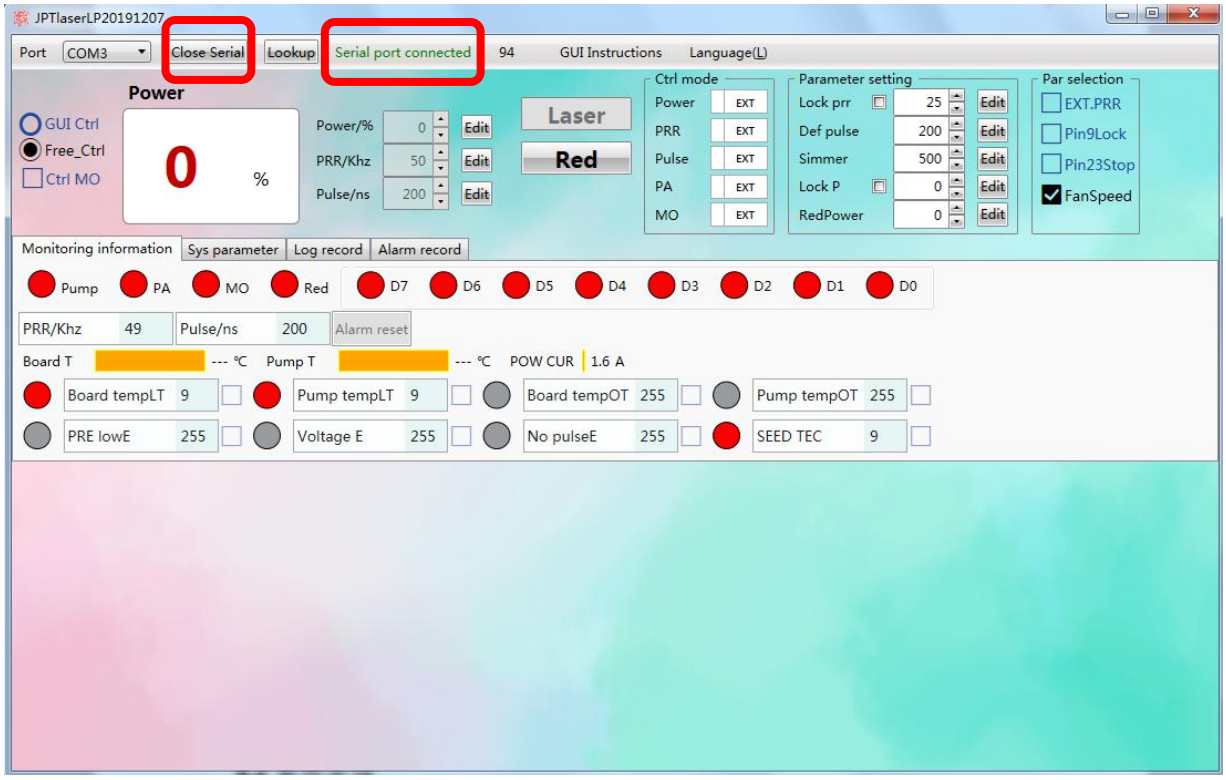

Figure 14 GUI Connected State
- The Pin22 signal needs to be turned on 10us in advance before sending Pin2 and Pin3 signals. After finished pulse width adjustment, Pin2 and Pin3 signals need ≥10us delay before turning off Pin22 signal (as shown in Figure 14).